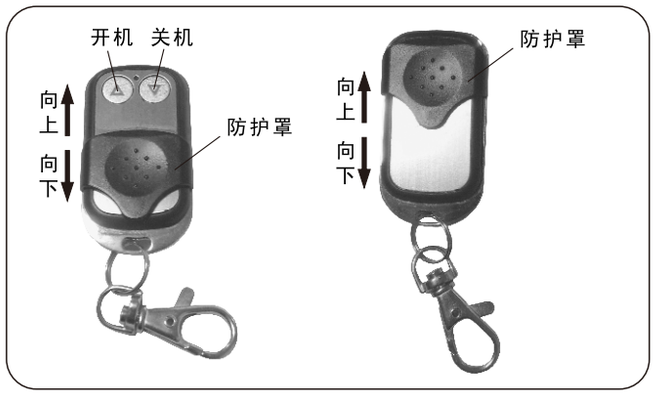

图4
4、遥控器上设有“开机键”和“关机键”和防护罩。为防止意外的误操作，当需要操作遥控器上的按键时才向下移动防护罩，以露出“开机键”和“关机键”（如图4），操作完成后即将防护罩向上移动，盖住遥控器上的“开机键”和“关机键”。遥控器上左边的按键为“开机键”，轻按一下，污泥吸取器配套的遥控电源插座即输出电源使污泥吸取器通电运行工作。遥控器上右边的按键为“关机键”，轻按一下，污泥吸取器配套的遥控电源插座即关闭电源使污泥吸取器停机。且遥控器应防止进水和受潮。